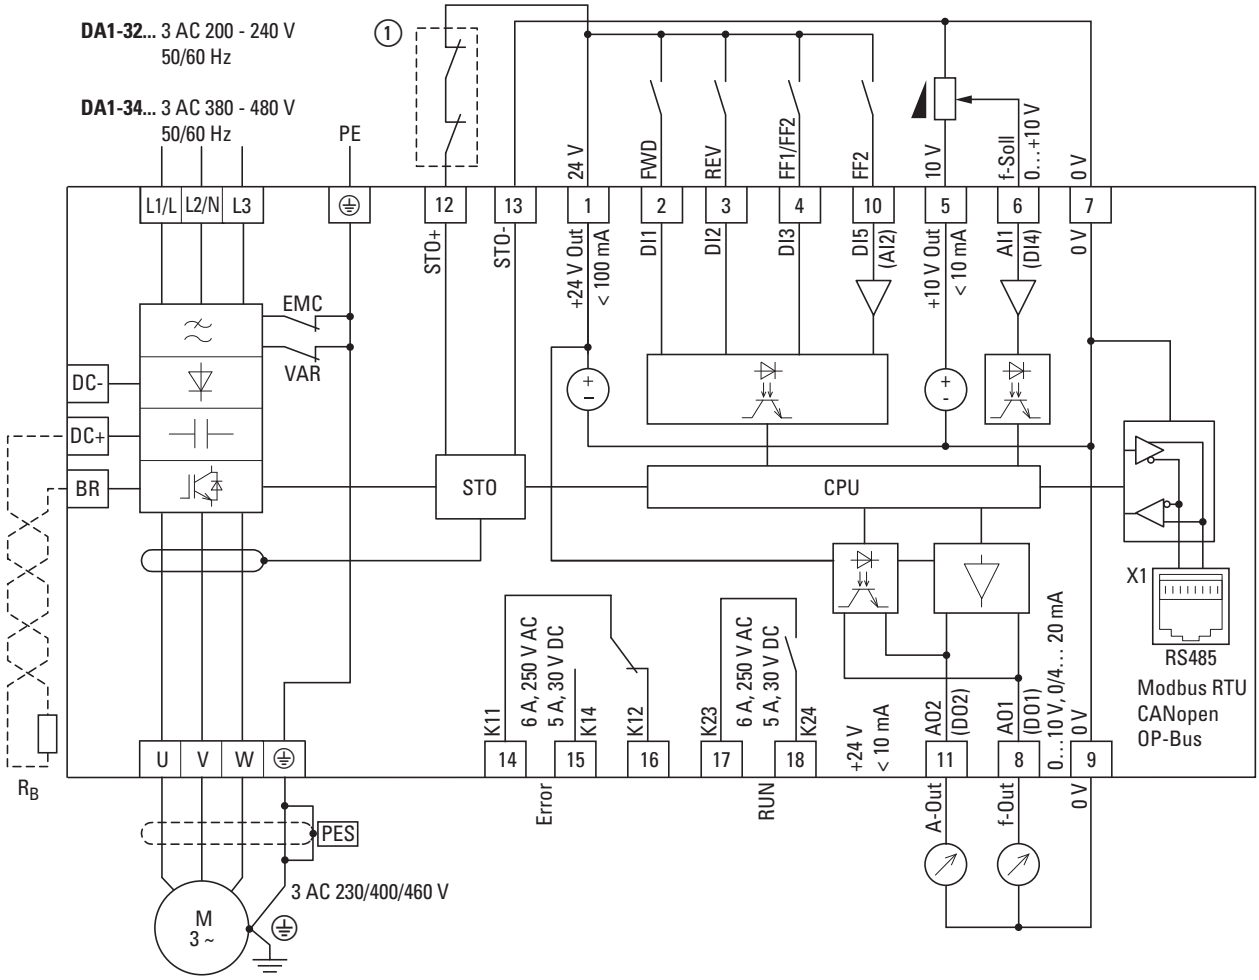

Figure 85:Block diagram for DA1-32…, DA1-34…, FS2 and FS3 frame sizes
① Direct enable signal for STO function or relay: Safe Torque Off (STO), SIL 2 (EN 61800-5-2) as in → Figure 85, page 116.